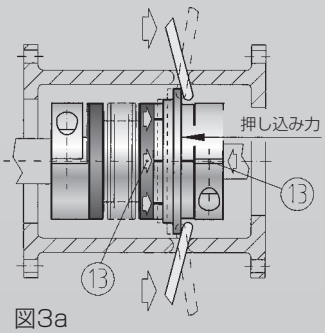

図3a
再連結は、自動ではなく手動です。(図3aと3b)
フリー･ホイール型は、60度ごとの6箇所にかみ合い部分があり、この箇所を合わせて軽く押し込んでください。移動リングと本体⑬に、合いマークがありますので、再連結位置にあわせてから押し込んでください。(図3a)